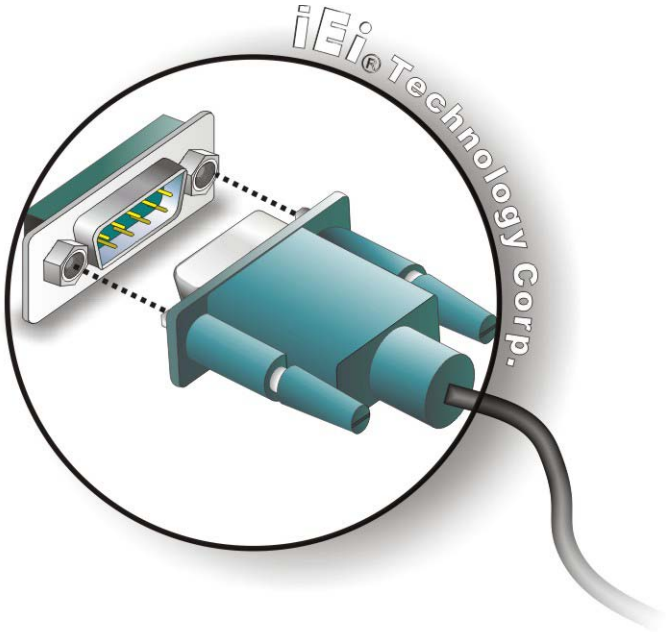

Figure 4-17: Serial Device Connector
Step 2: **Insert the serial connector**. Insert the DB-9 connector of a serial device into the DB-9 connector on the external peripheral interface. See **Figure 4-17**.